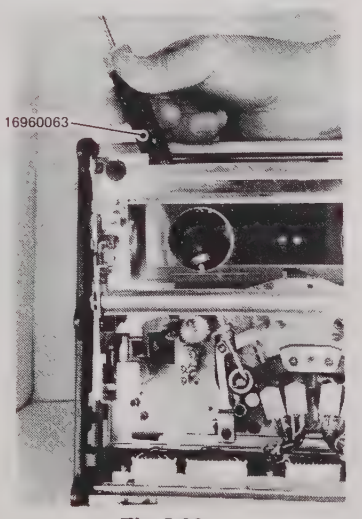

Fig. 5-28
- While exerting force to pinch roller gently with fingers, pull tension gauge hooked on long screw, and read tension gauge when pinch roller starts slipping. (Fig. 5-28)